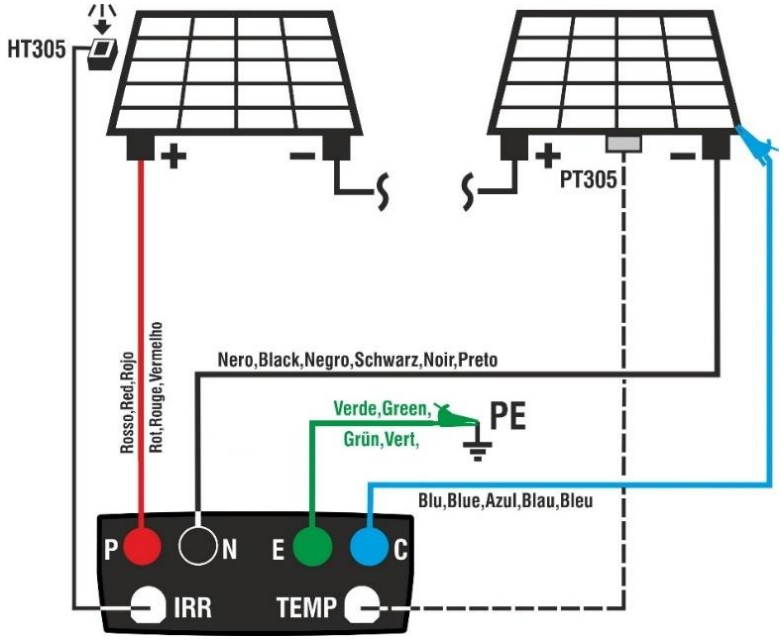

Abb. 12: Verbindung für IVCK-Tests ohne Fernstation und Bestrahlungsstärkemessung im Direktmodus
7. Verbinden Sie das Instrument mit dem zu messenden PV-Modul/String und eventuell mit dem Haupt-Erdungsknoten des Systems und mit geerdeten Metall-Massen, wie in der Abb. 12 gezeigt. Insbesondere schließen Sie den Minuspolausgang vom Modul/Strang an die N-Klemme an, den Pluspolausgang vom Modul/Strang an die P-Klemme, die HT305-Referenzzelle an **der Vorderseite des Moduls** und den PT305-Temperaturfühler (sofern vorhanden) an der Rückseite des Moduls...